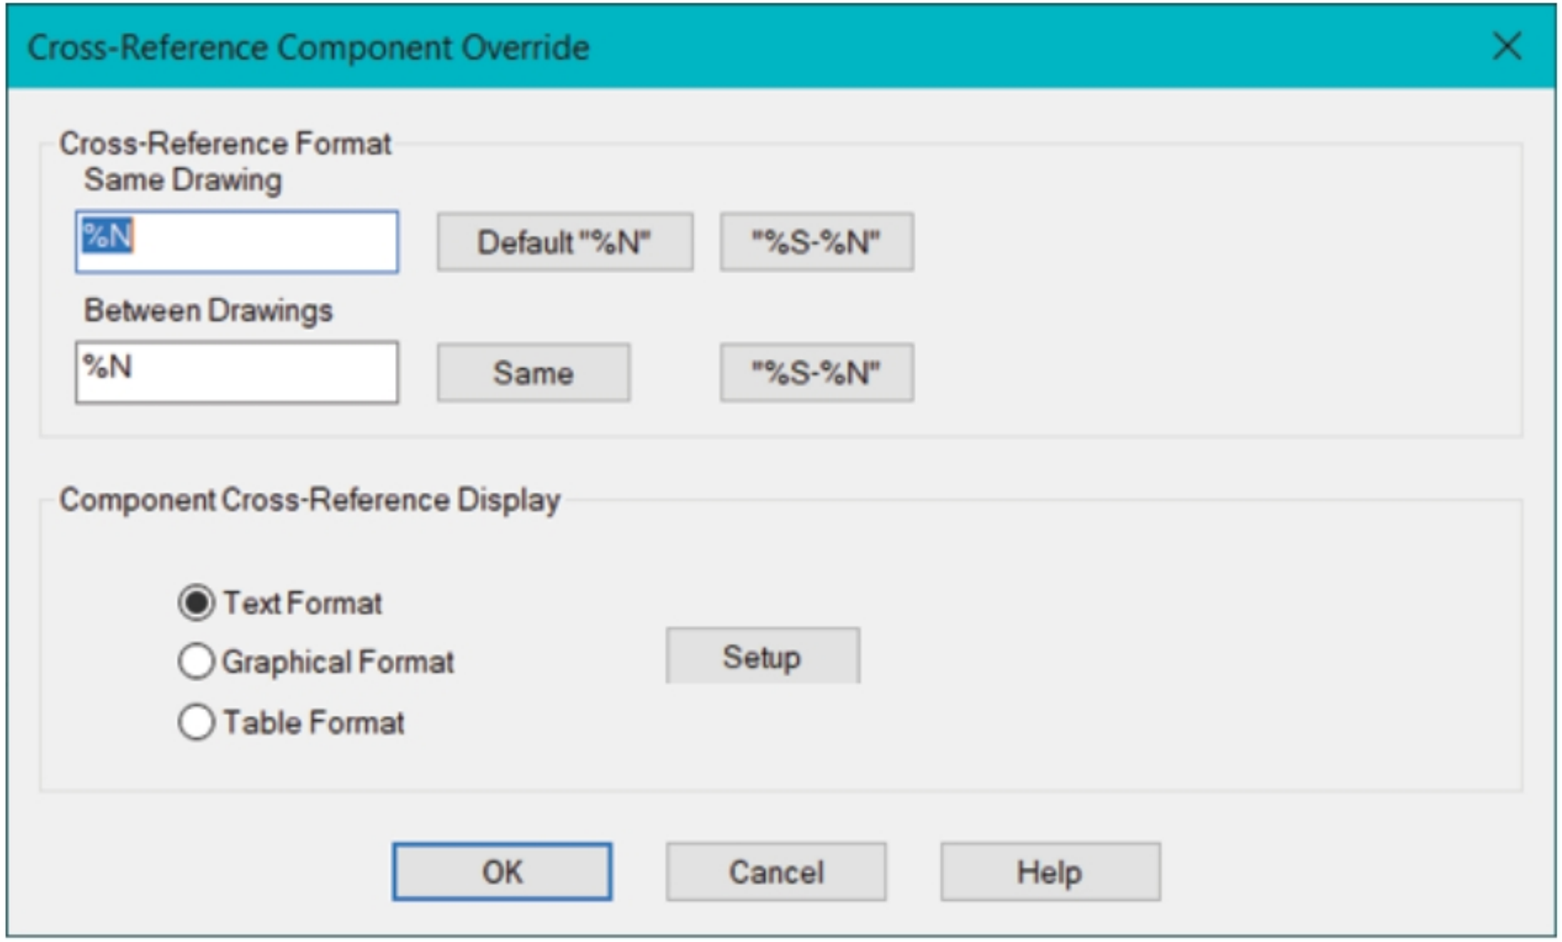

Figure-20. Cross Reference Component Override dialog box
- Click on the **Setup** button. The **Cross-Reference Component Override** dialog box will be displayed; refer to Figure-20.